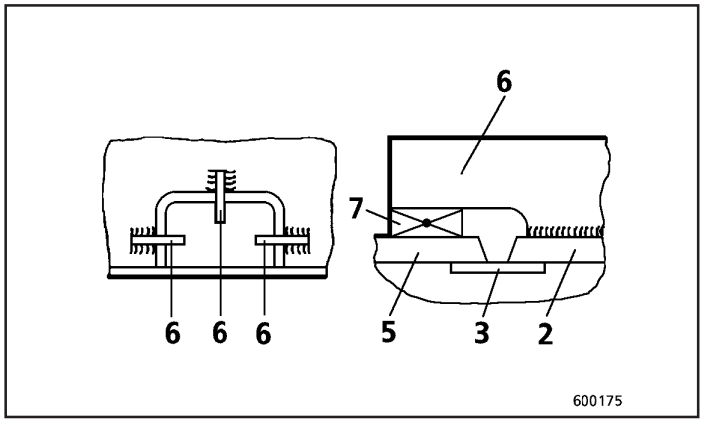

Fig.65
Se não for possível utilizar grampos com parafusos, a placa de cobertura deve ser fixada com “placas de travamento” (6, Fig. 65). Fixe as placas de travamento (6) à chapa lateral (2) utilizando um filete de solda. Fixe a placa de cobertura (5) soldando em cunha (7) suas bordas às da placa de apoio.